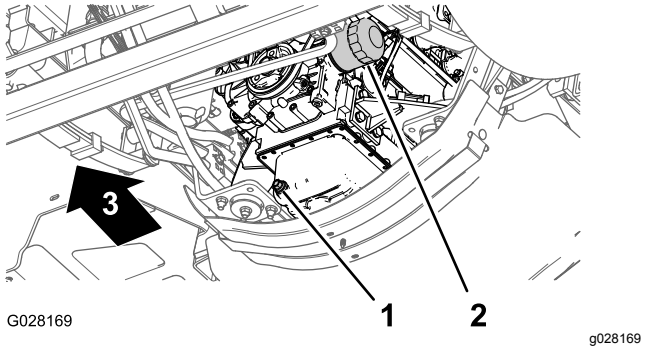

Figur 71
3. Placera ett avtappningskärl under motoroljefiltret (Figur 71).
4. Ta bort det gamla oljefiltret (Figur 71).
8. Montera oljefiltret i filteradaptern, vrid oljefiltret medurs tills dess att gummipackningen vidrör filteradaptern och skruva sedan åt filtret ytterligare ett halvt varv (Figur 71).
1. Placera ett kärl under avtappningspluggen (Figur 71).
2. Ta bort avtappningspluggen (Figur 71) och låt all olja rinna ut.